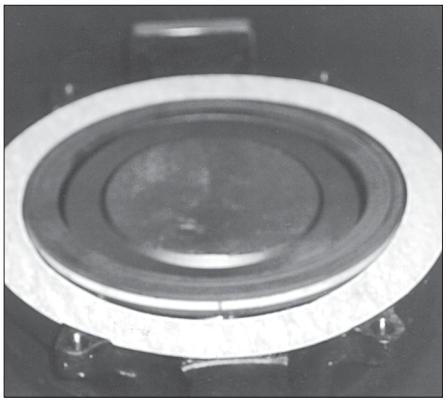

Figura 7 - Colocación adecuada del la junta de retención del asiento.
1. Compruebe que el disco (2) esté en la posición de cierre contra el tope de disco del cuerpo (1).
2. Ponga la junta de retención de asiento (22) sobre la superficie de junta del cuerpo de la válvula (1). (Consulte la Figura 7.)
3. Para cuerpos de tipo orejeta, alinee los orificios de la junta del anillo de retención de asiento (22) con los orificios del cuerpo (consulte la Figura 7).
4. Ponga el anillo de retención de asiento (23) sobre la junta de retención de asiento (22). Para las válvulas de tipo orejeta, alinee los orificios del anillo de retención de asiento (23) con los orificios de la junta (22) y el cuerpo (1).
5. Coloque las placas (33) y/o clips (35) de centraje para un cuerpo de válvula de tipo oblea.
6. Instale y apriete los tornillos (34) para una válvula de tipo oblea y (24) para una válvula de tipo orejeta.